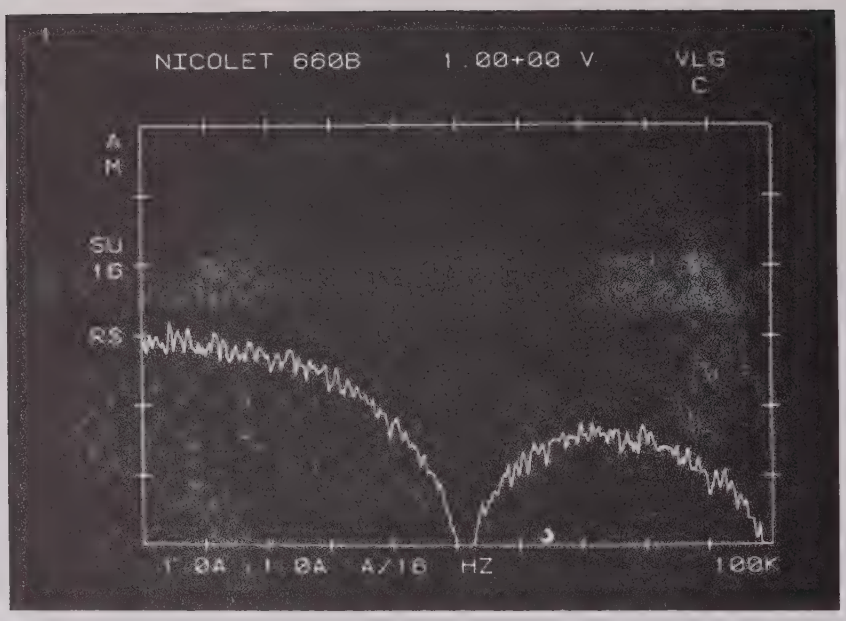

FIGURE 18-2
b. Place a 1 in the first character of LINE #1: Depress CALCULATION CONTROL 1. See Figure 18-2.